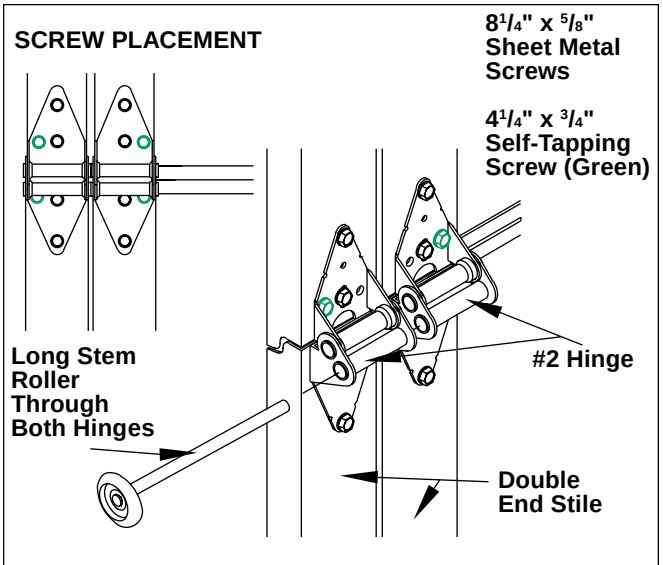

Fig. 5 DOUBLE END HINGE INSTALLATION
14 Gauge hinges are used at end stile locations (for more detail, see MANUAL). Place two end hinges on the double end stile as shown. Attach each end hinge to end stile by inserting (4) #14 x $^5/_8$" sheet metal screws through the prepunched holes in the end stile. Insert (2) $^1/_4$" x $^3/_4$" self-tapping screws per hinge as shown. (You may have to pilot drill $^5/_{32}$" holes before installing self-tapping screws.) (FIG. 5)